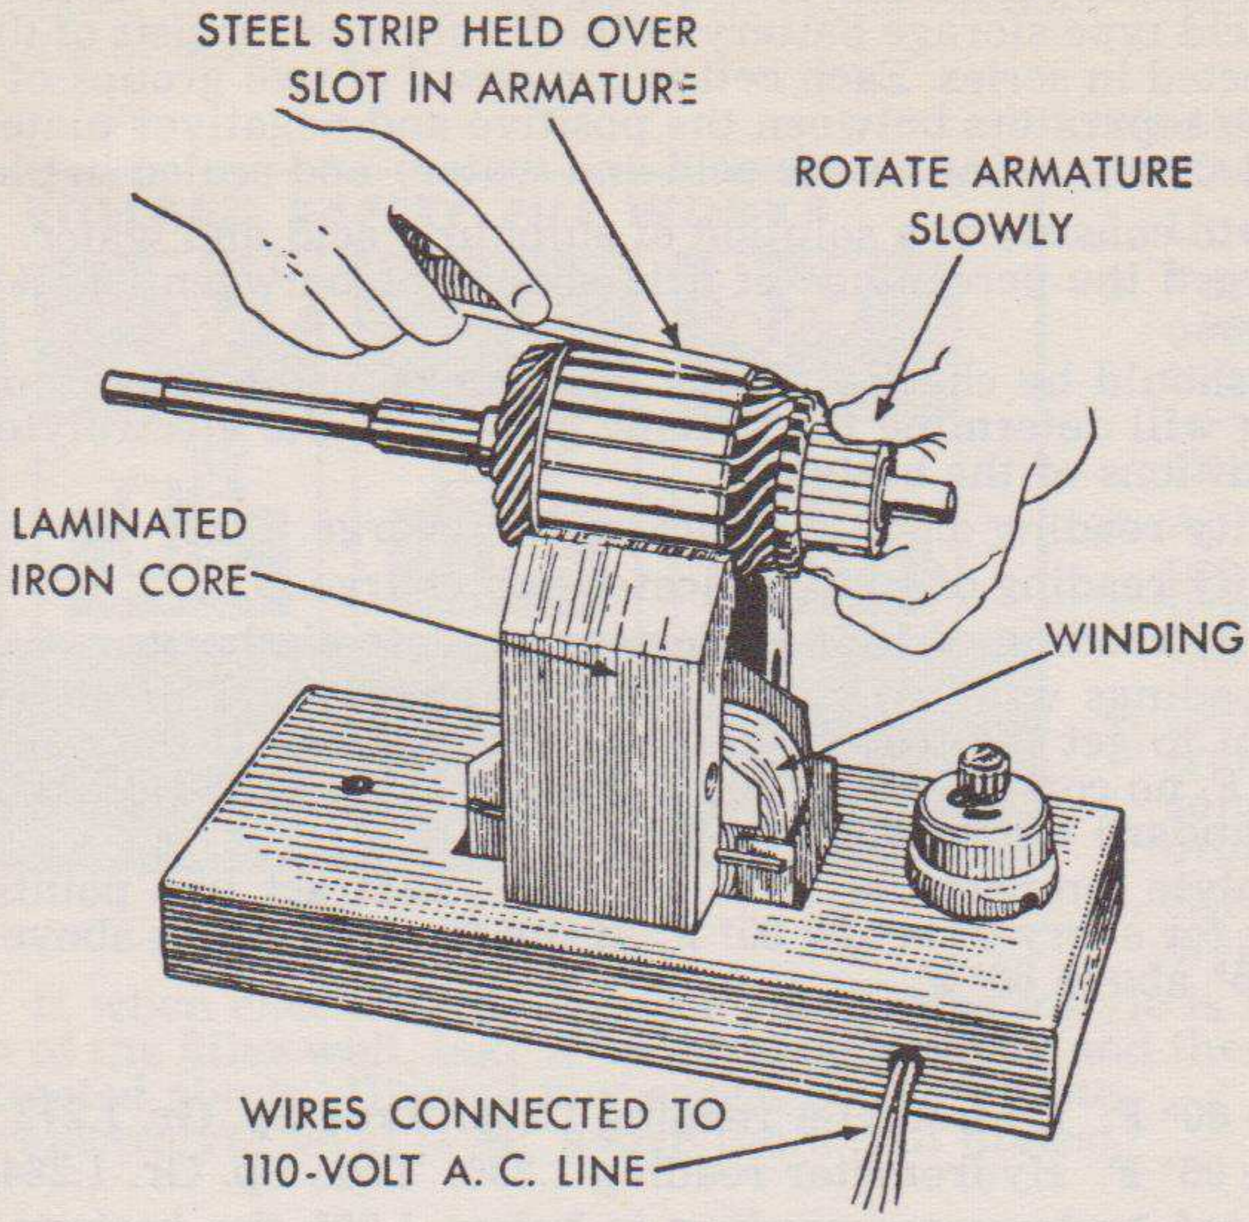

Fig. 13—Growler.
b. Shorted armature. Check armature further on growler. (Figure 13)